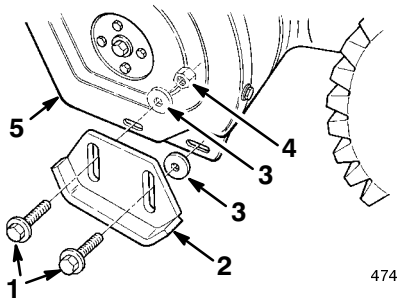

Figure 9
3. Remove two flange bolts and washers that secure the ends of the scraper to the side plates (Fig. 9).
4. Install the bolts through the rear slots in the skids with the **washers between the skids and the sideplates** (Fig. 9). Do not tighten the bolts.
5. Install the flange bolts through the front slots of both skids and through the sideplates with the **washers between the skids and the sideplates** (Fig. 9). Do not tighten the bolts.